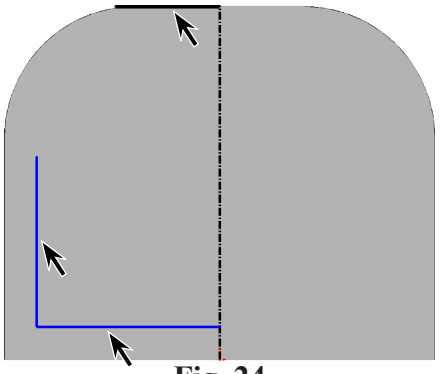

Fig. 24
Step 7. Sketch **three lines**, **Fig. 24**.